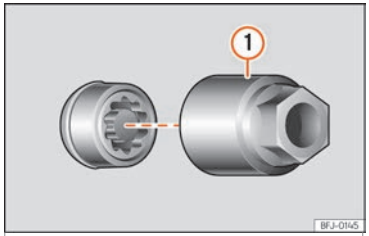

Fig. 74 Vite antifurto con cappuccio ed adattatore.
- Inserire l'adattatore speciale ››› fig. 74 ① (attrezzi di bordo) nella vite antifurto della ruota fino alla battuta.